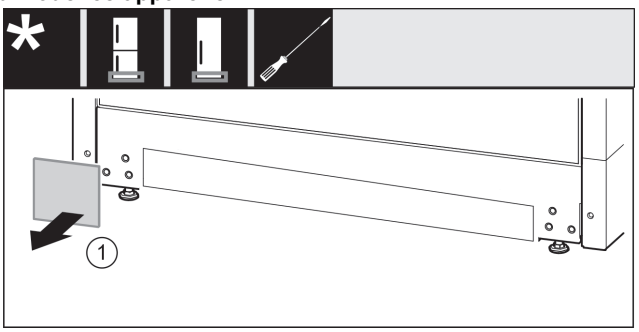

Fig. 14
- ▶ Retirer le cache *Fig. 14 (1)*.